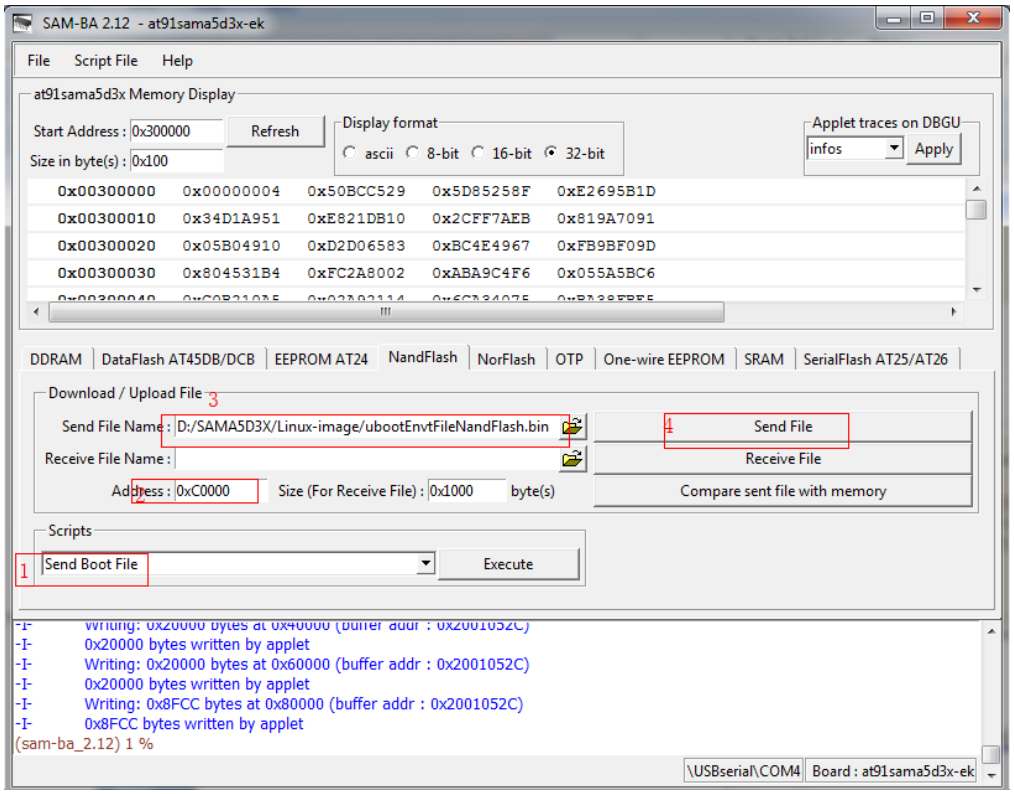

Figure 3-13
⑥ Download [ubootEnvtFileNand-Flash. bin] (this file generated by sam-ba when programing) to 0x000C 0000. Refer to figure 3-13: